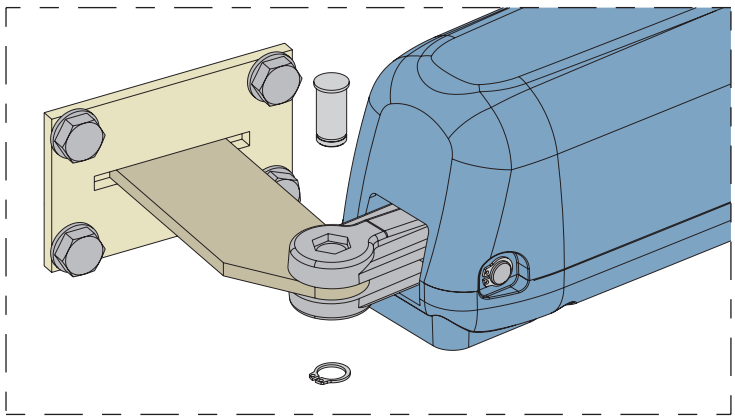

Fig. 12
5) Fix the operator to the rear bracket by means of the supplied pins as shown in Fig.12.